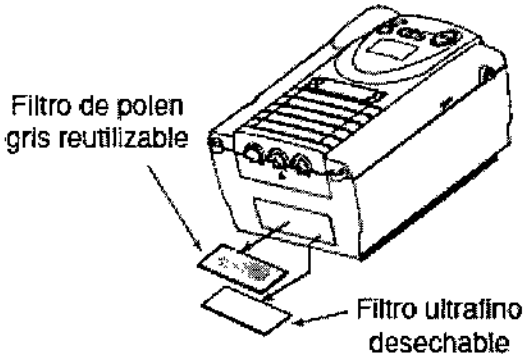

Figura 3.8.2 – Extracción de los filtros de aire
3. Saque los filtros de su compartimiento tal como se muestra en la figura 3.8.2. El filtro superior es el filtro de espuma gris reutilizable. El filtro inferior es el filtro ultrafino blanco desechable opcional.